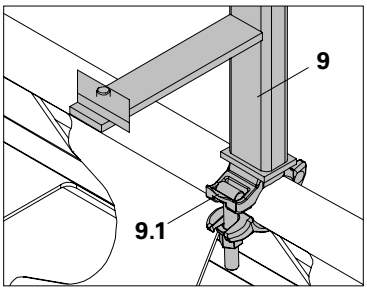
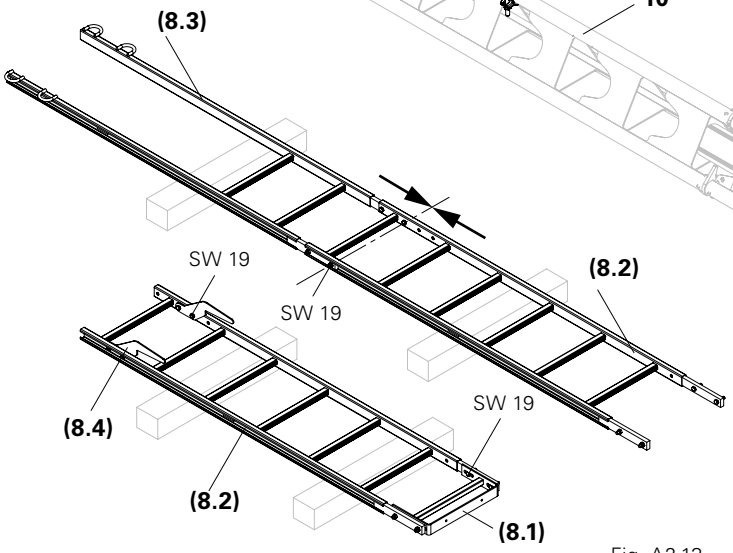

Fig. A2.12a
Fig. A2.13
1. Fix Ladder Connectors HD 200 (9) with couplings (9.1) to the prop chords of the HD Prop (10). (Fig. A2.12a)
2. Pre-assemble ladder access (8) to required length.
3. Fix Ladder Base (8.1) and Ladder Hook (8.4). (Fig. A2.13)